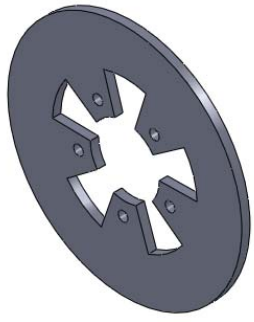

Figure 2-42 *Model after patterning the cut features*
8. Choose the **OK** button ( ) from the **Circular Pattern PropertyManager**; the circular pattern of the selected features is created. Next, change the current view of the model to isometric by choosing the **Isometric** button from the **View Orientation** flyout. The isometric view of the model after patterning the cut features is shown in Figure 2-42.